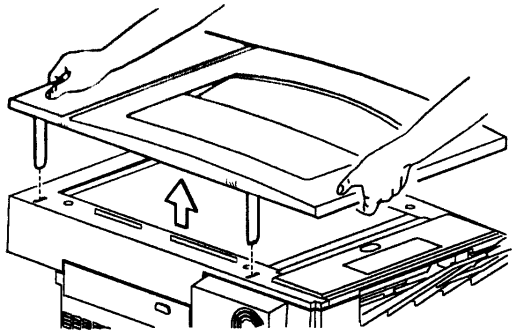

Рис. 1. Демонтаж крышки оригинала.
2. Снимите крышку оригинала, подняв ее вертикально вверх с копировального аппарата (Рис. 1).